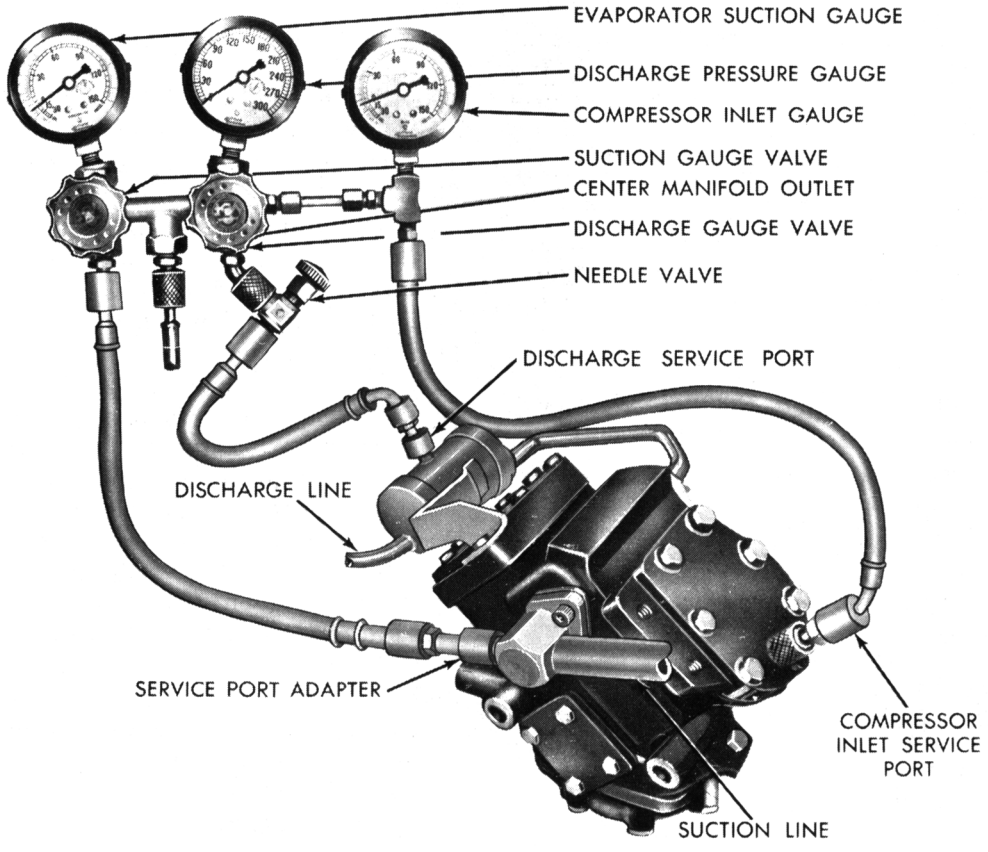

Fig. 6—Gauge Set Manifold Connections
(1) Set thumbwheel potentiometer below 65.
(2) Connect a test light in series with the ETR switch feed wire at the compressor.
(3) Connect a three gauge manifold, Tool C-3740 (Fig. 6), with suction and discharge valves closed.
(4) Start engine and set at 1000 RPM. Close all car doors and windows and press Auto button.
(5) Allow engine to run about 5 minutes and compare gauge readings with switching action of ETR switch.